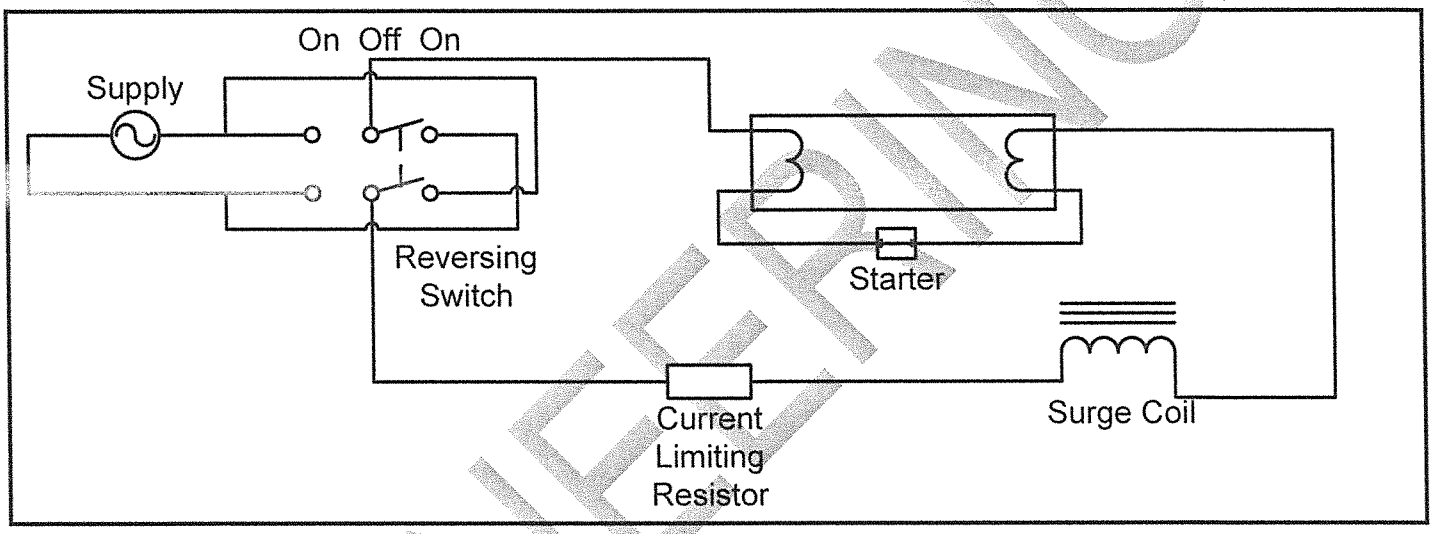

FIGURE 3.1: LIGHTING CIRCUIT
3.4 Study the circuit in FIGURE 3.1 and answer the questions.